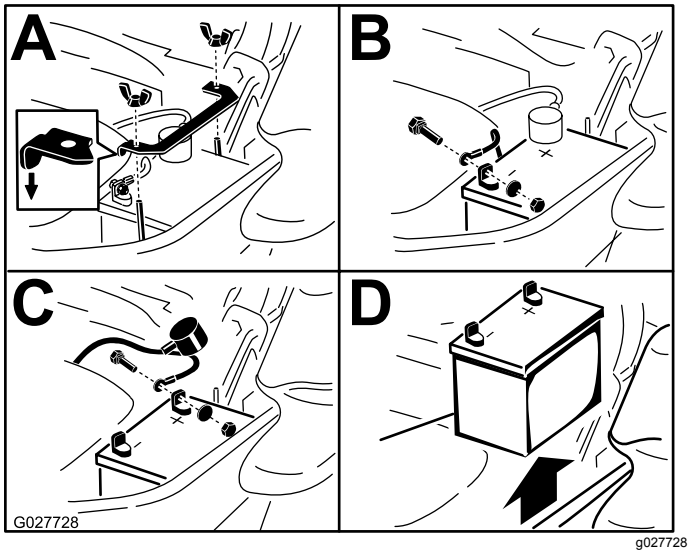

Figuur 63
3. Verwijder de accu zoals getoond in Figuur 63.
Opmerking: Plaats de accu in een bak met de accupolen van de hydraulische tank weg (Figuur 63).